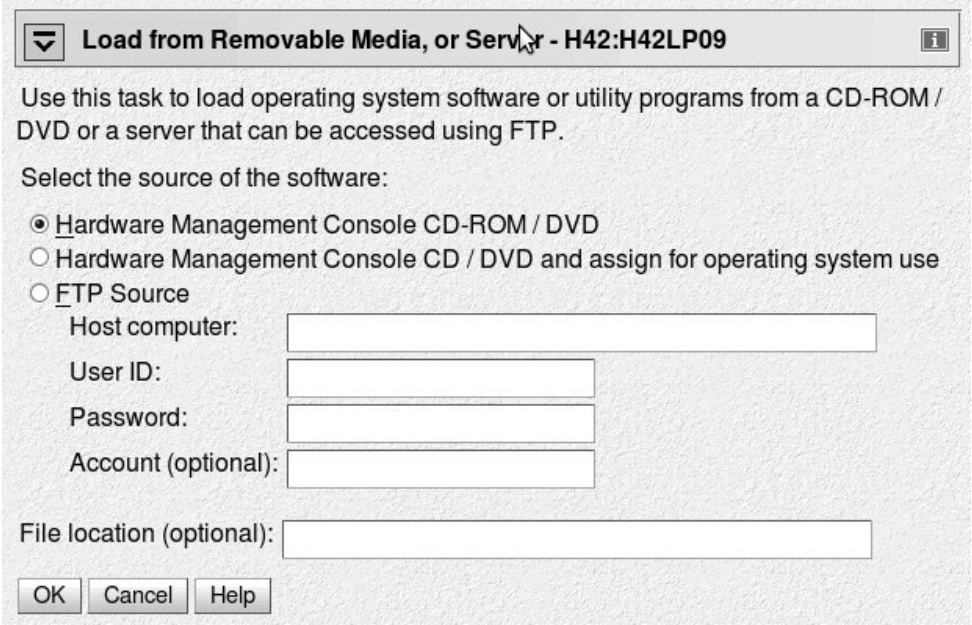

Figure 65. Load from Removable Media or Server panel
a. Select **Hardware Management Console CD-ROM/DVD** (see Figure 65 on page 328).